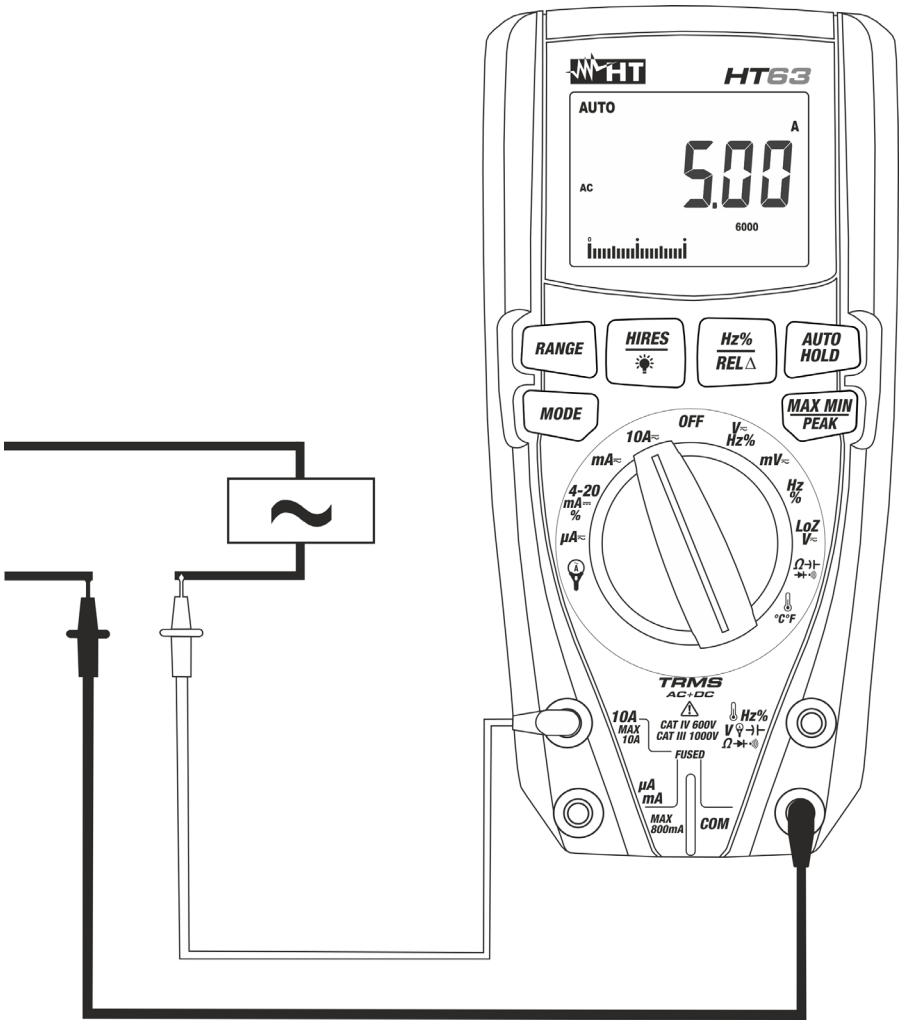

Fig. 11: Mesures de Courant AC
5. Connecter l'embout rouge et l'embout noir en série au circuit duquel on veut mesurer le courant (voir Fig. 11)